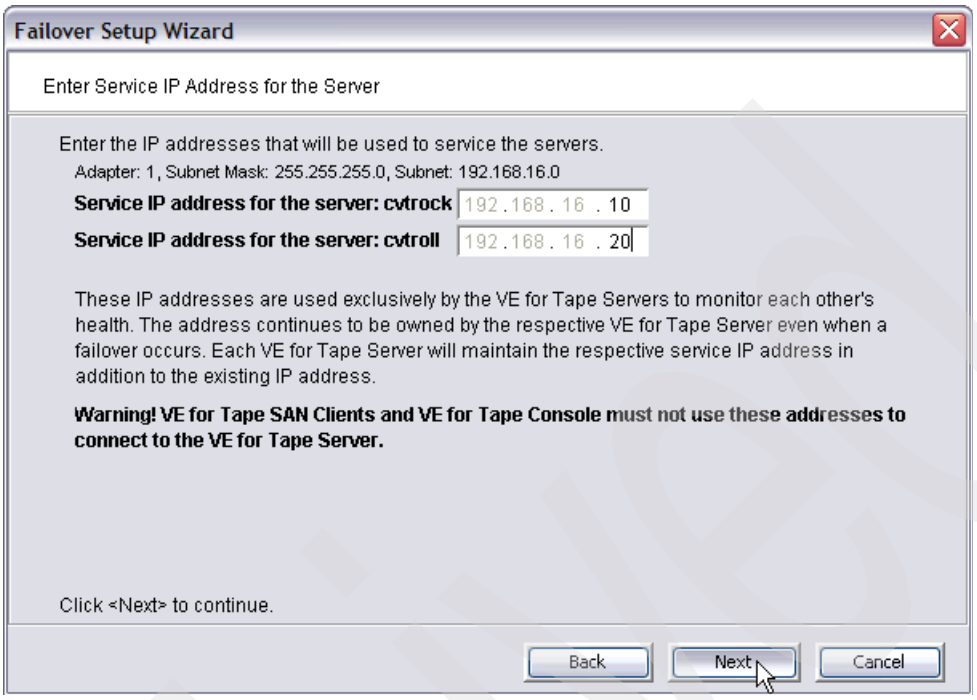

Figure 4-66 Service IP address for eth1
4. As shown in Figure 4-66, type both *service IP addresses* for eth1. This connection is used for the first heartbeat. Click **Next**.